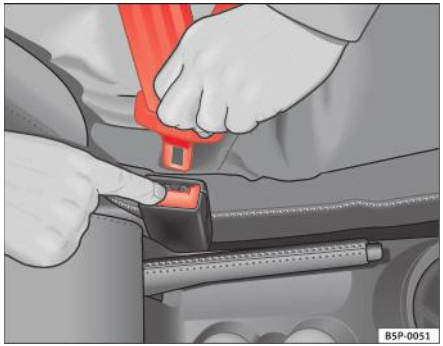

Fig. 16 Scoaterea limbii centurii din cataramă
– Apăsați butonul roşu de pe catarama centurii ⇒ fig. 16. Limba centurii este eliberată şi sare în exterior ⇒ ⚠.